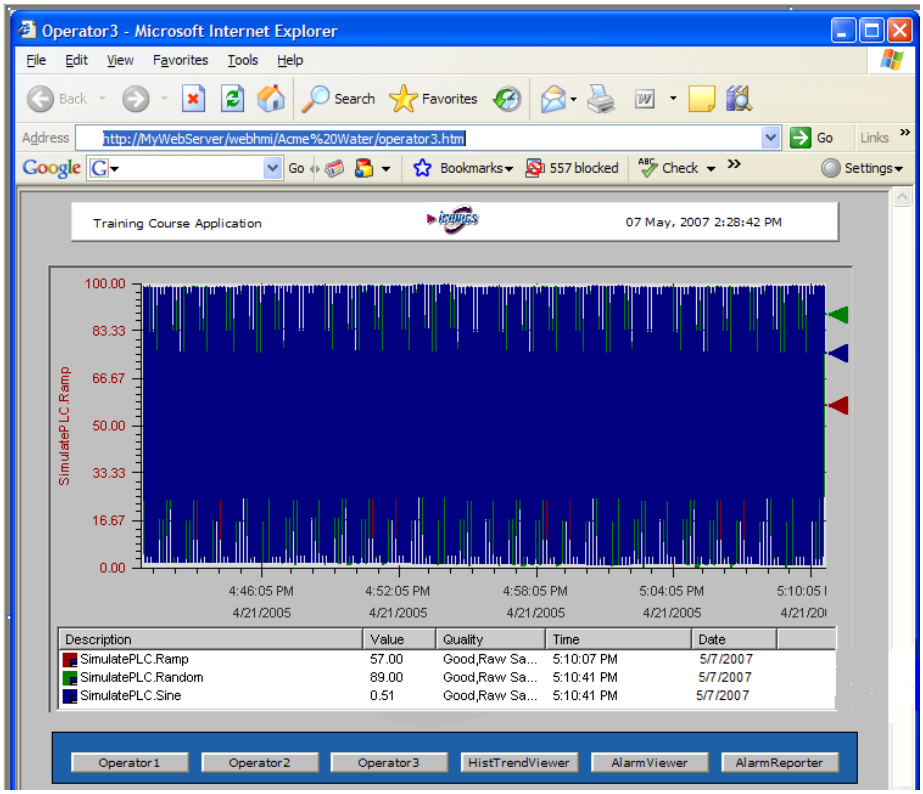

Figure L7.2: HistTrendViewer.gdf on the WebHMI Client
6. Now switch to **HistTrendViewer.gdf** by clicking on the appropriate button. The Web browser should look like **Figure L7.2.**